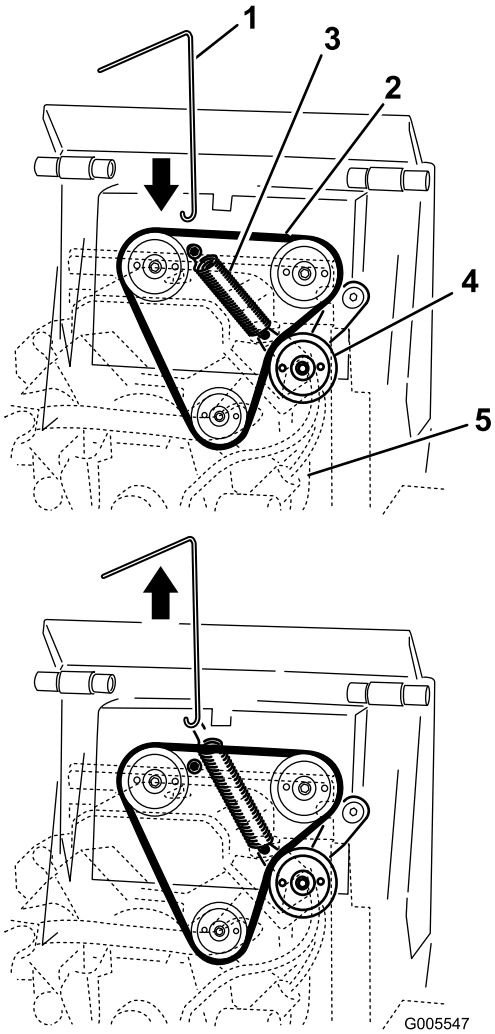

Figur 46
3. Koppla fjäderborttagningsverktygets krok till kroken på mellanremskivans fjäder, och ta bort fjädern från tappen i enlighet med Figur 46.